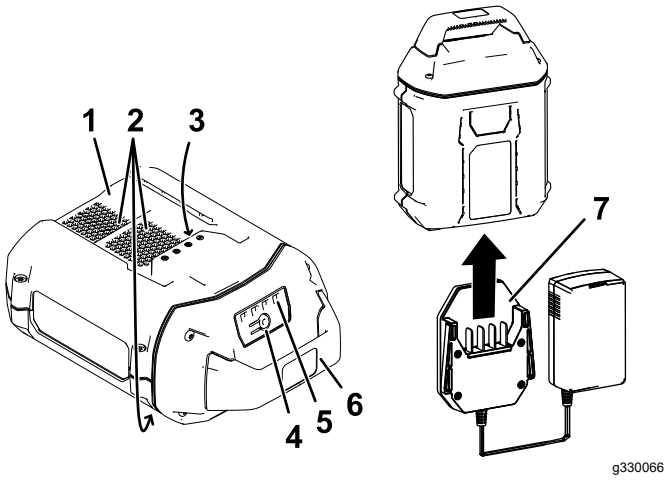

Figura 10
2. Alinee el cargador con el hueco de la parte trasera de la batería (Figura 10).
3. Introduzca el cargador en la batería hasta que esté completamente asentada (Figura 10).